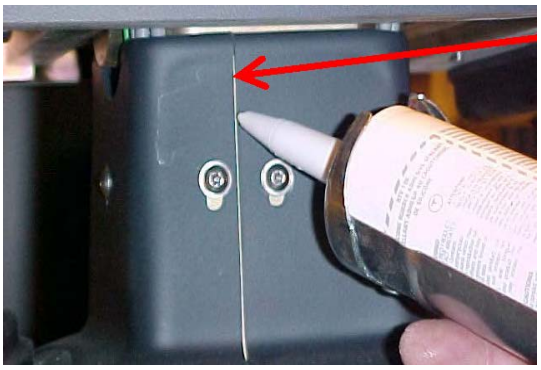

Figure 7-8. Colmater les deux jointures des caches supérieurs en plastique de la colonne
7. Colmater les deux jointures des caches en plastique supérieurs de la colonne (voir la *Figure 7-8*).